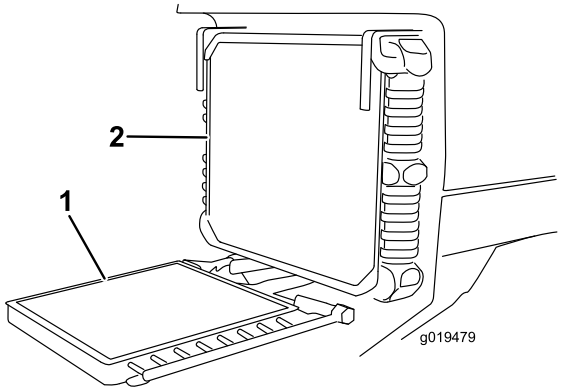

Bild 71
3. Schrauben Sie die Handräder ab und drehen Sie den Ölkühler nach hinten (Bild 71). Reinigen Sie beide Seiten des Ölkühler- und des Wasserkühlerbereichs gründlich mit Druckluft. Verwenden Sie kein Wasser. Öffnen Sie die Motorhaube und blasen Sie Fremdkörper zum Heck der Maschine raus. Drehen Sie den Ölkühler wieder zurück und ziehen Sie die Handräder an.